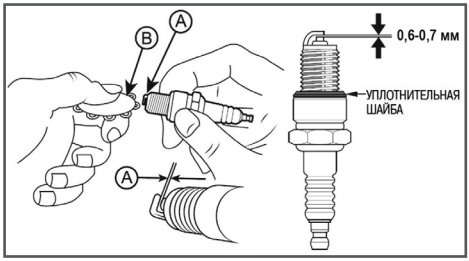

Рис. 20 Проверка зазора между электродами
4. Измерьте зазор между электродами свечи зажигания специальным щупом. Зазор должен быть 0,6-0,7 мм (Рис. 20). При увеличении или уменьшении требуемого зазора рекомендуется заменить свечу, так как регулировка зазора может привести к изменению качества искрообразования.